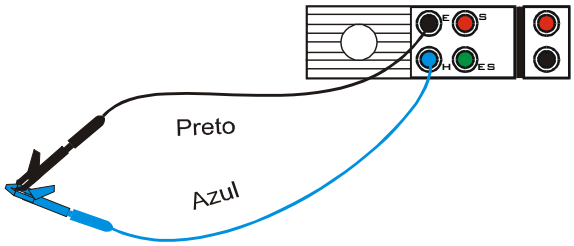

Fig. 3: Ligação dos terminais do instrumento durante os testes preliminares.
2. Mover o instrumento para o lado do conector RS232 e inserir os cabos Preto e Azul do KIT5004F nos respectivos terminais de entrada do instrumento (ver Fig. 3).
5. Cuto-circuitar os terminais dos cabos de medida tendo cuidado para que as partes condutoras dos crocodilos efectuem, entre eles, um bom contacto (ver Fig. 3).